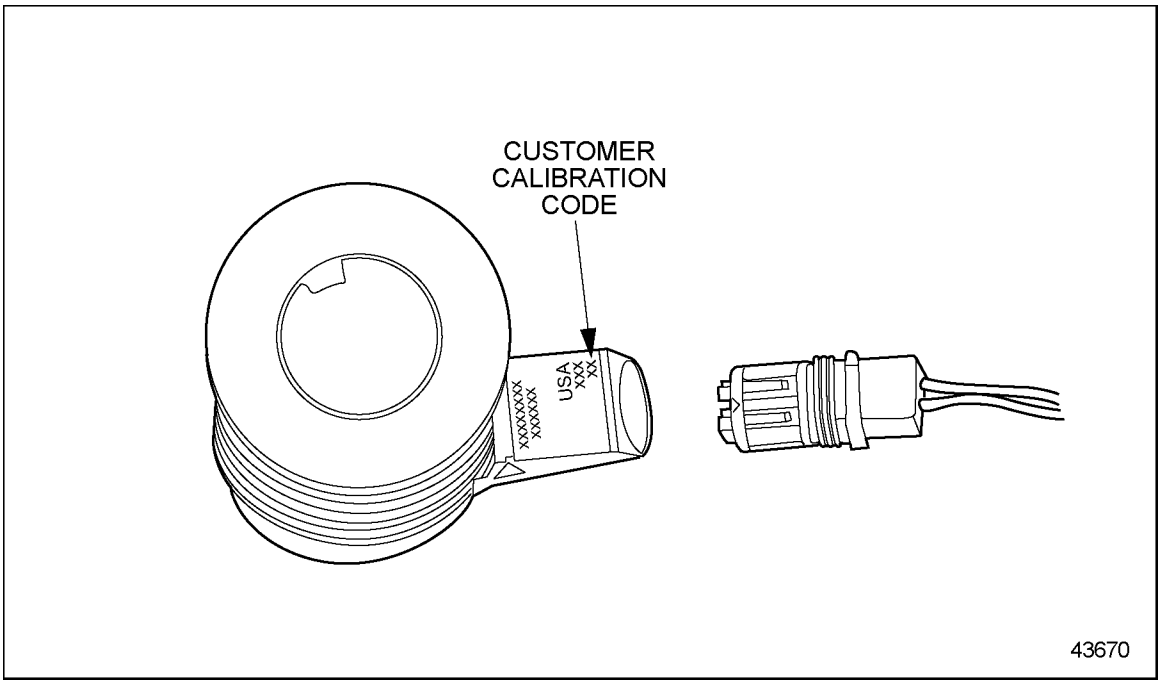

Figure 2-37 N3 Injector and Harness Connection
8. Install the N3 EUI harness plug into the injector connector making sure the locking tang clicks into place. See Figure 2-37.
12. On DDEC V engines, record the injector calibration code from the name plate with the proper cylinder location see Figure 2-37.